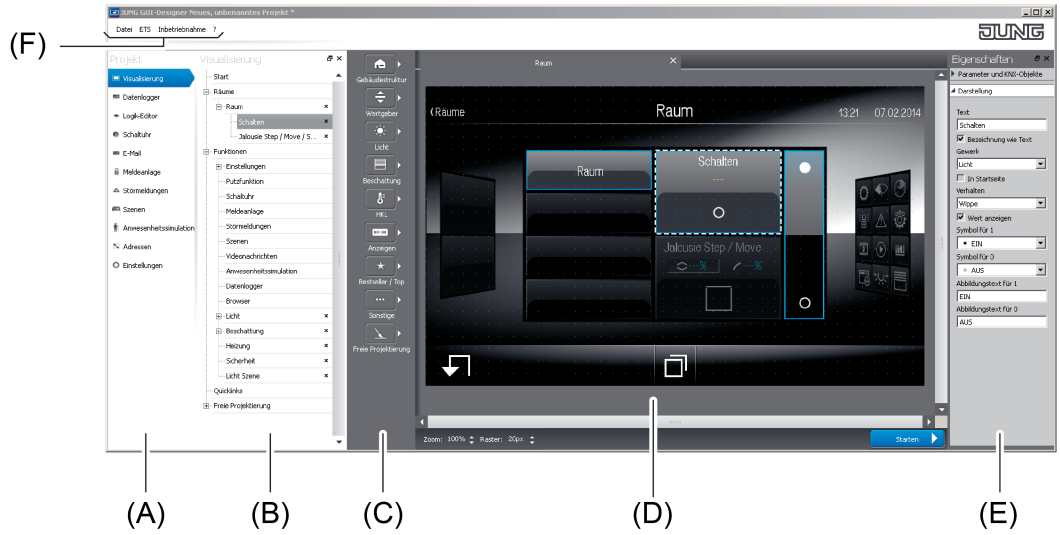

Bild 6: Struktur der Programmoberfläche (Standardstruktur)
Die Programmoberfläche ist in verschiedene Bereiche unterteilt (Bild 6), wodurch die Projektierung des Geräts strukturiert erfolgen kann. Strukturbäume in der Projektleiste (A) und in der Strukturansicht (B) vereinfachen die Navigation durch Funktionen, Geräteeinstellungen und Anzeigeseiten. Durch Nutzung einer Vorlagenbibliothek mit Gebäudestrukturen und KNX-Funktionen in der Vorlagen-Leiste (C) können Anzeigeseiten schnell und kundenfreundlich in einem einheitlichen Layout oder auch frei nach individuellen Maßstäben eingerichtet werden. Ein großer Arbeitsbereich (D) ermöglicht die Vorschau und Simulation der erstellten Projektierung. Parameter von Funktionen oder grafischen Darstellungselementen sind übersichtlich in Eigenschaftslisten (E) oder besonderen Anzeigeseiten im Arbeitsbereich verfügbar. Über die Menüleiste (F) können alle Programmfunktionen (Dateioperationen, ETS-Synchronisierung, Inbetriebnahme) aufgerufen und ausgeführt werden. Viele Projektierungsvorgänge - beispielsweise das Anlegen neuer Räume und KNX-Funktionen - lassen sich mit der Maus durch Klicken, Ziehen und Fallenlassen (Drag & Drop) ausführen.